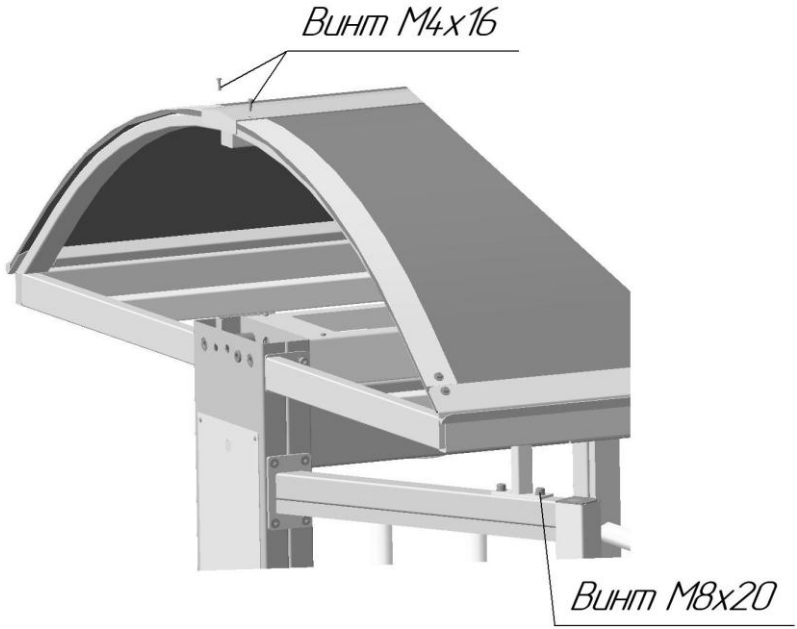

Рис. 5 Крепление крыши к ограждению турникета
6.5. Выровняйте нижние поворотные планки опорных стоек по площадкам боковых ограждений турникета и закрепите винтами М8х20 с плоскими шайбами (рис. 5).
6.6. На стык между полукаркасами крыши установите стыковочную планку **4**. Через отверстия в планке произведите разметку и сверление четырех крепежных отв. М4. Произведите крепление планки к ребрам полукаркасов крыши винтами М4х16 (рис. 5).